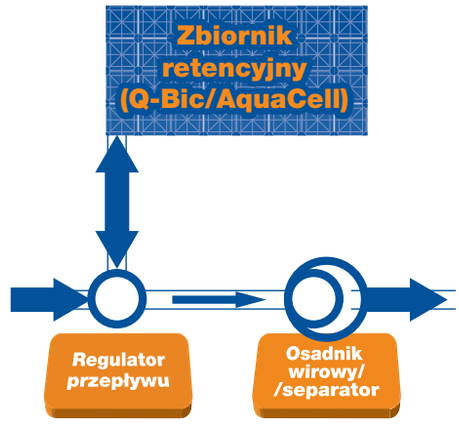

Rys. 4.
- ograniczenie dopływu do separatora (rys. 4)